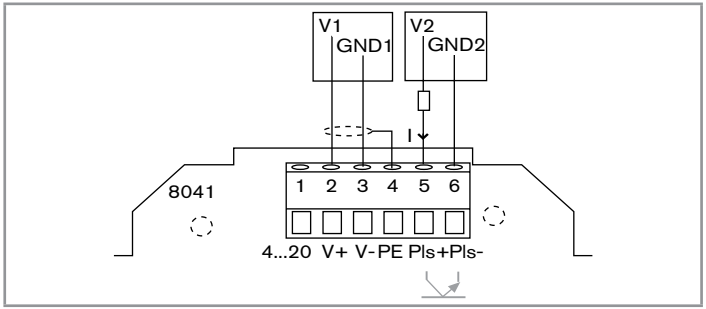

Bild 22: Anslutning av frekvensutgången till en elektromekanisk räknare med egen spänningsförsörjning
- eller till en last, t.ex. en elektronisk räknare med egen spänningsförsörjning (se Bild 22).